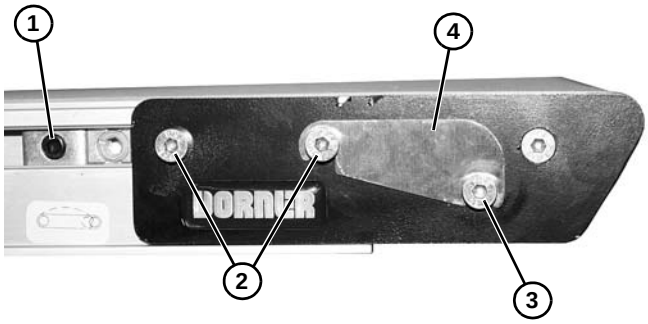
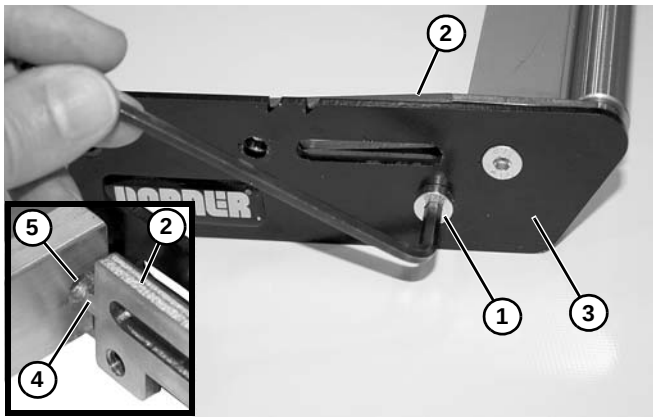

Abbildung 64
Abbildung 65
1. Auf beiden Seiten des Förderbands die Exzenter-Befestigungsschraube **(Abbildung 64, Teil 1)** (falls vorhanden) lösen und die Exzenterbaugruppen in die Mitte des Förderbands schieben.
2. Auf beiden Seiten des Förderbands die Befestigungsschrauben **(Abbildung 64, Teil 2)** lösen, um das Band spannungsfrei zu machen. Das Band vom Ende des Förderbands ausbauen.
3. Auf beiden Seiten des Förderbands die Befestigungsschraube **(Abbildung 64, Teil 3)** lösen und die Abdeckhaube **(Abbildung 64, Teil 4)** (sofern eingebaut) abnehmen.
4. Die Druckbalken-Endseite vom Förderband abnehmen und auf eine freie Arbeitsfläche legen. Auf einer Seite der Druckbalken-Endseite zwei Befestigungsschrauben **(Abbildung 64, Teil 2)** abnehmen.
5. Untere Schraube **(Abbildung 65, Teil 1)** abmontieren und die Mutternschiene an der Endseite **(Abbildung 65, Teil 2)** und die Seitenplatte **(Abbildung 65, Teil 3)** abnehmen.
*Beim Zusammenbau darauf achten, dass der endseitige Nippel der Mutternschiene **(Abbildung 65, Teil 4)** in das Loch an der Stützschiene **(Abbildung 65, Teil 5)** eingesetzt ist.*
10. Kopfplatte in umgekehrter Reihenfolge wie der Ausbau zusammenbauen. Die untere Schraube **(Abbildung 65, Teil 1)** mit einem 4 mm Sechskantschlüssel auf 3,4 Nm festziehen. Zwei Befestigungsschrauben **(Abbildung 64, Teil 2)** für das Spannen des Bands lose lassen.